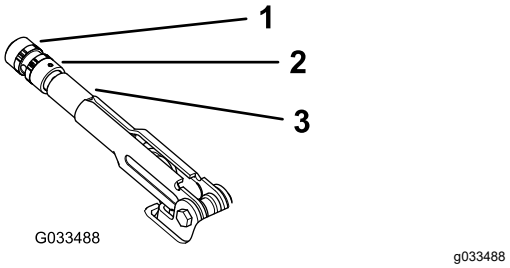

Figur 64
2. Løsn sætskruen, der holder skruen fast til parkeringsbremsehåndtaget (Figur 64).